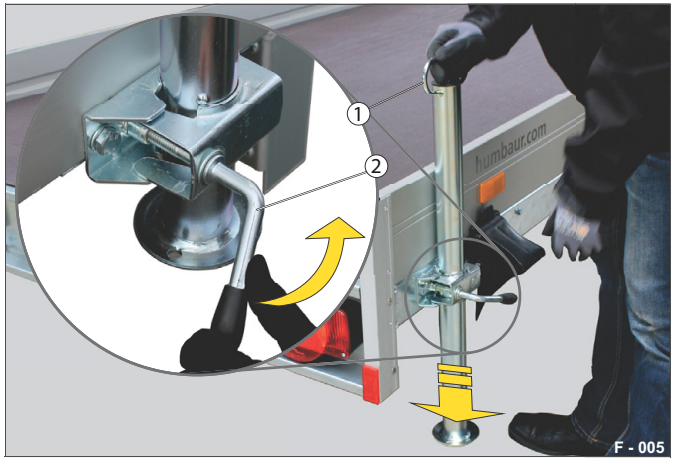
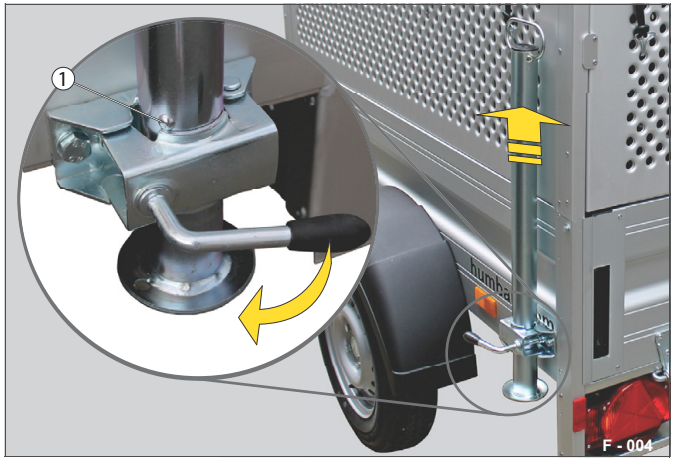

Abb. 26 Snížení posuvných podpěr
Abb. 27 Zvednutí (jízdní poloha)
▶ Otočte kulovou rukojeť (Abb. 26/2). Pevně uchopte posuvnou podpěru (Abb. 26/1) za rukojeť.
▶ Otočte kulovou rukojeť (Abb. 26/2).
▶ Vytáhněte posuvnou podpěru (Abb. 26/1) za rukojeť nahoru. Bodový svar (Abb. 27/1) by měl přiléhat ke hraně svorky.